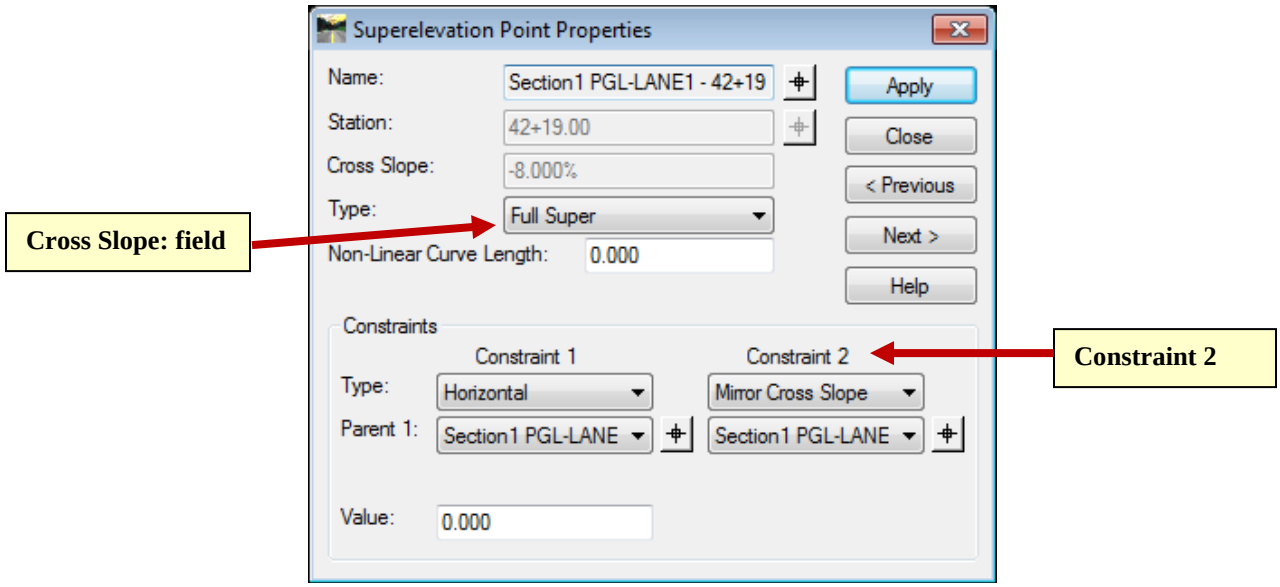

Figure L8-65 Superelevation Point Properties
- Double click the Superelevation Point, **Section1 PGL-LANE1**, identified by the white square shown here. The **Superelevation Point Properties** dialog opens as shown in *Figure L8-65*.